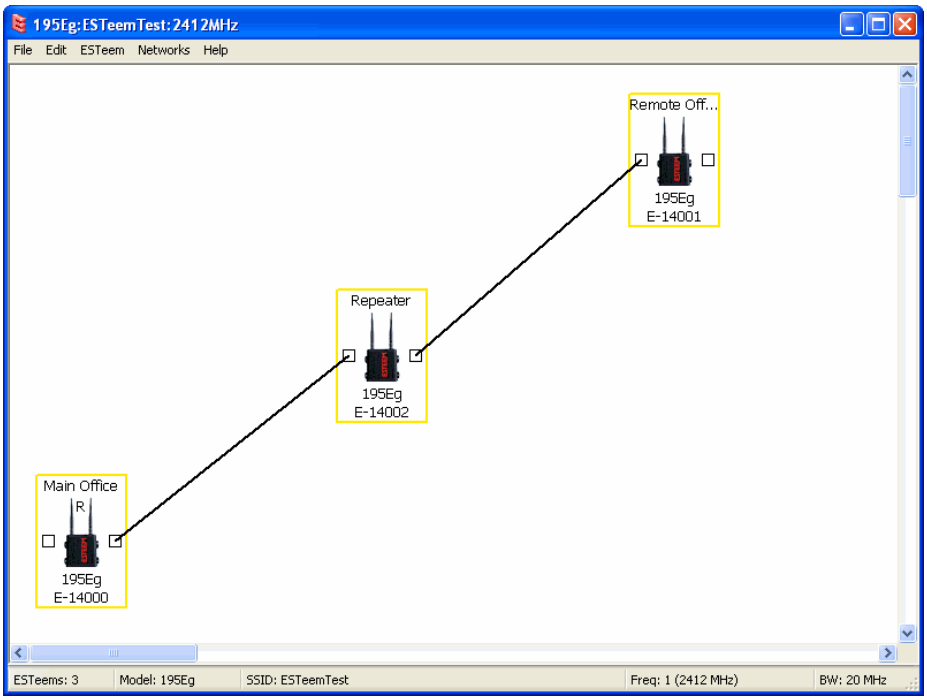

Figure 15: Example 2 Layout
2. Move the ESTeem Horizon icons on the screen to simulate the layout of the diagram. Draw connection lines between the modems to make the wireless link in the same order as the network layout (Figure 15).